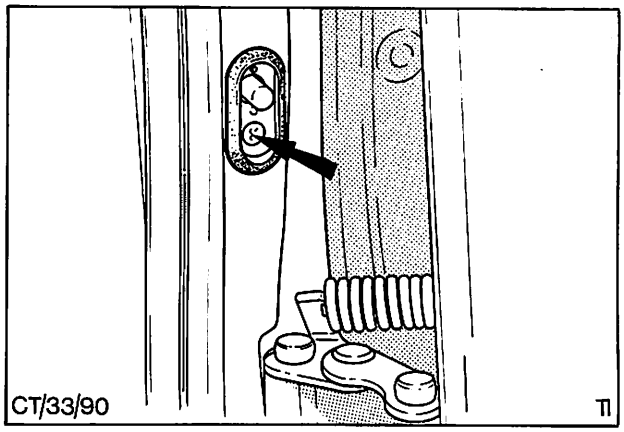

Abb. 85 Befestigungsschraube – Türschalter
2. Befestigungsschraube entfernen und Türschalter vorsichtig herausheben, Abb. 85. Kabel aus der Türsäule herausziehen und abklemmen. Vor dem Abklemmen darauf achten, daß das Kabel weit genug herausgezogen ist.